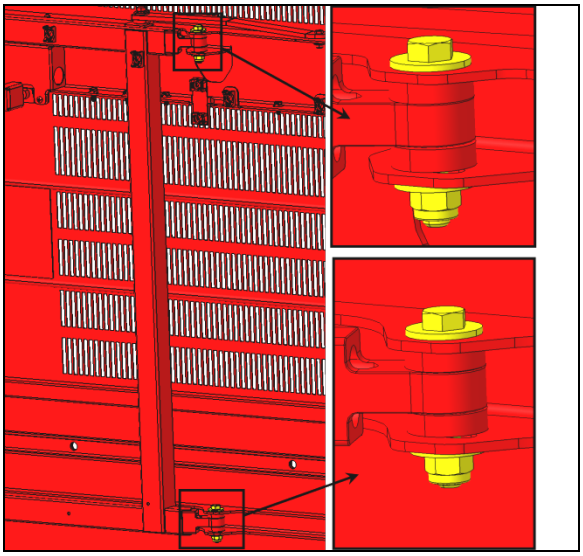

FIGURE 113
4. If the vertical position is out of tolerance, rotate the door using the adjustment provided on the inner side of the door, at the attachment points between the arm and the door (**FIGURE 113**).